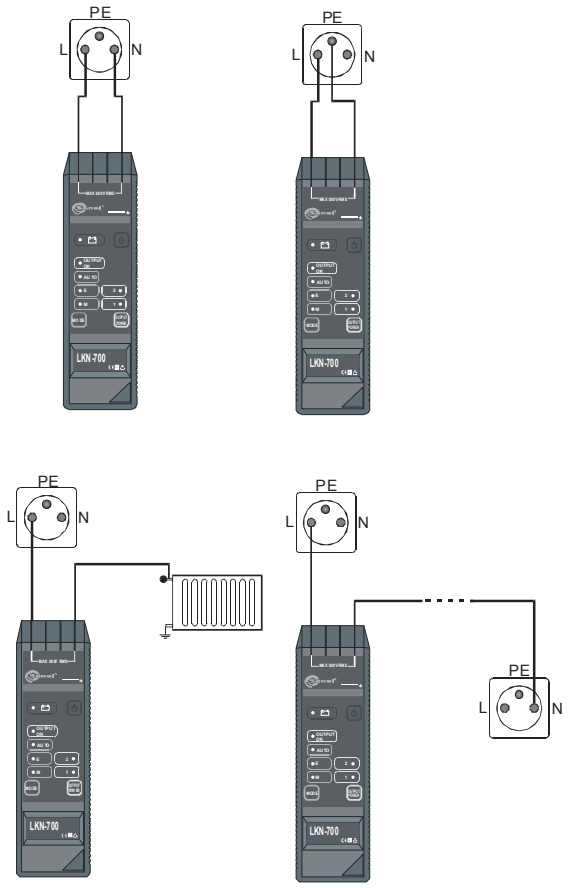

Рис.7 Поиск проводов – способы подключения генератора
Чтобы избежать эффекта компенсации поля при токе, текущем по двум жилам провода в противоположных направлениях, следует использовать заземление (провод защитный или нейтральный), находящееся в удаленном гнезде или подсоединиться к заземленной металлической трубе горячего водоснабжения или водопровода (Рис.7). В некоторых случаях, например, когда реактивный ток может протекать по заземленным элементам конструкции здания, может быть более эффективным для однозначной локализации провода, подключить оба гнезда генератора к соответствующей сетевой розетке.
- Подключить второе гнездо с проводом фазы к розетке, выключателю и т.п. (рис.7);